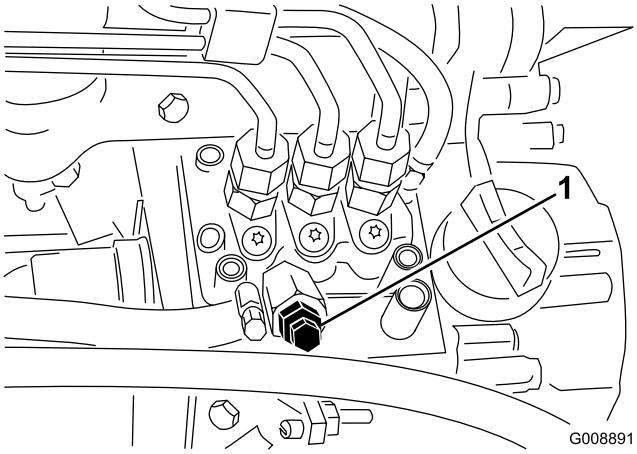

Figuur 26
3. Draai de ontluchtschroef op de brandstofinjectie-pomp open (Figuur 26).